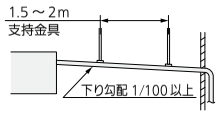

図19
- 下り勾配は(排水側を下に) 1/100以上とってください。(図19)